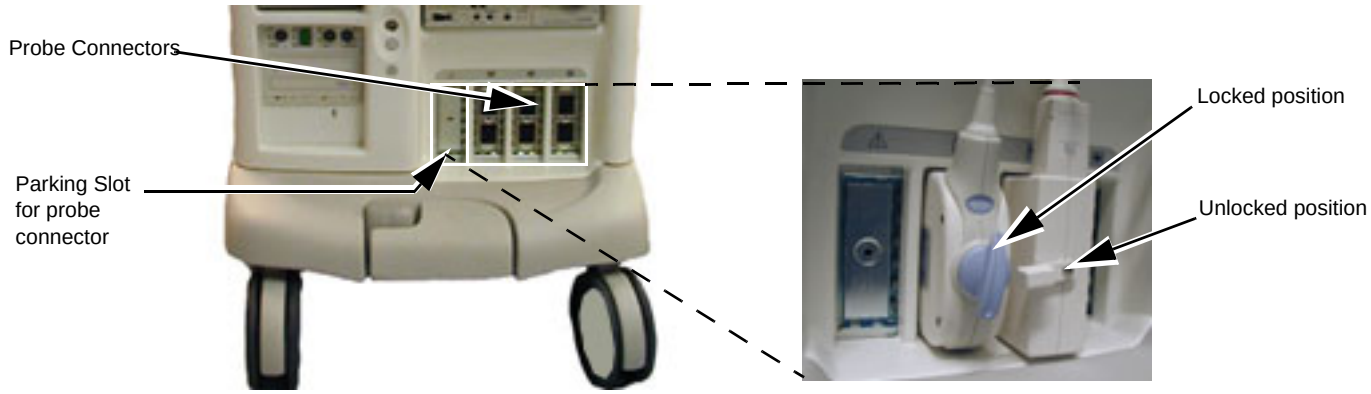

Figure 3-11 Connect Probe
4.) Rotate the locking handle to the full vertical position to lock in place. (See Figure 3-11.)
1.) Rotate the lock handle counter-clockwise to the horizontal position to unlock the connector. (See Figure 3-11.)